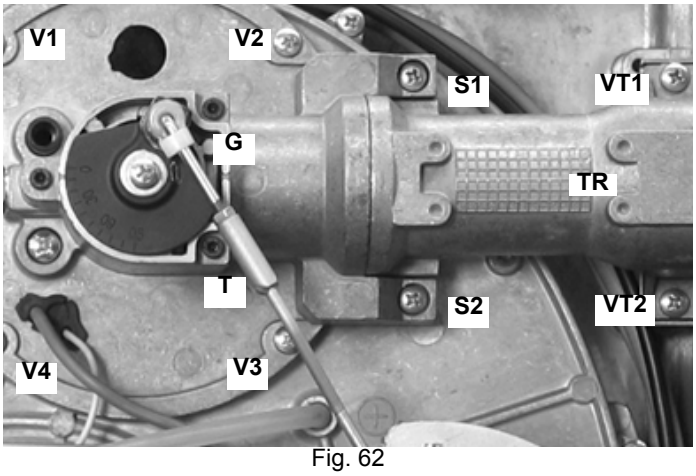
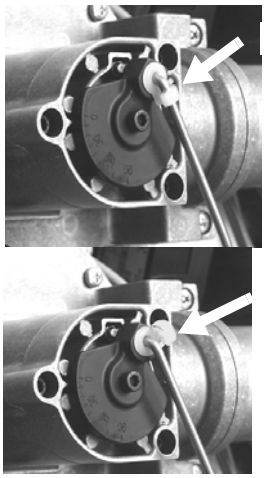

Fig. 62
Fig. 63
- Smontaggio esame e pulizia testa di combustione (vedi Fig. 62 e successive).
1 Sbloccare, tramite il gancio in plastica **G**, il tirante **T** (Fig. 62 - Fig. 63) di regolazione della farfalla gas ed estrarlo dalla sua sede tirando verso l'esterno.
2 Rimuovere le 4 viti **V1**, **V2**, **V3**, **V4** e la coppia di viti **S1** e **S2** (Fig. 62).